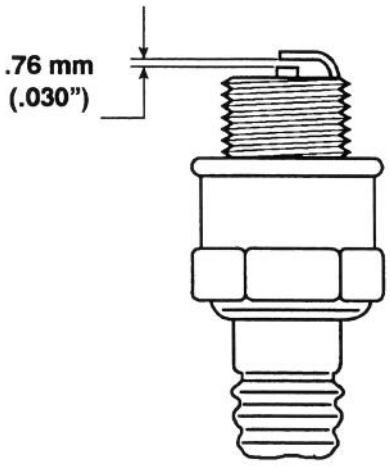

Figure 15
3. Set air gap at 0.76 mm (0.030") (Fig. 15). Install correctly gapped spark plug and gasket seal. Tighten plug firmly to 20 N·m (15 ft-lb).